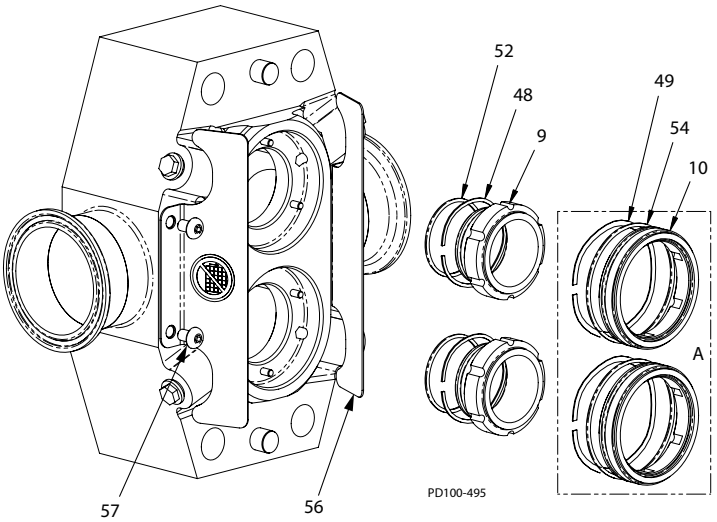

Figura 53 - Installazione della tenuta dell'albero
3. Installare l'o-ring della tenuta interna (Figura 53, articolo 52) nella relativa scanalatura e installare la molla ondulata (articolo 48) sul corpo delle tenute interne (articolo 9).
5. Fissare le protezioni (Figura 53, articolo 56) al corpo con viti a testa tonda (articolo 57).
6. Per pompe dotate di doppia tenuta (Figura 53, riquadro A):
Installare l'o-ring della tenuta esterna (Figura 53, articolo 54) nella relativa scanalatura (articolo 10).